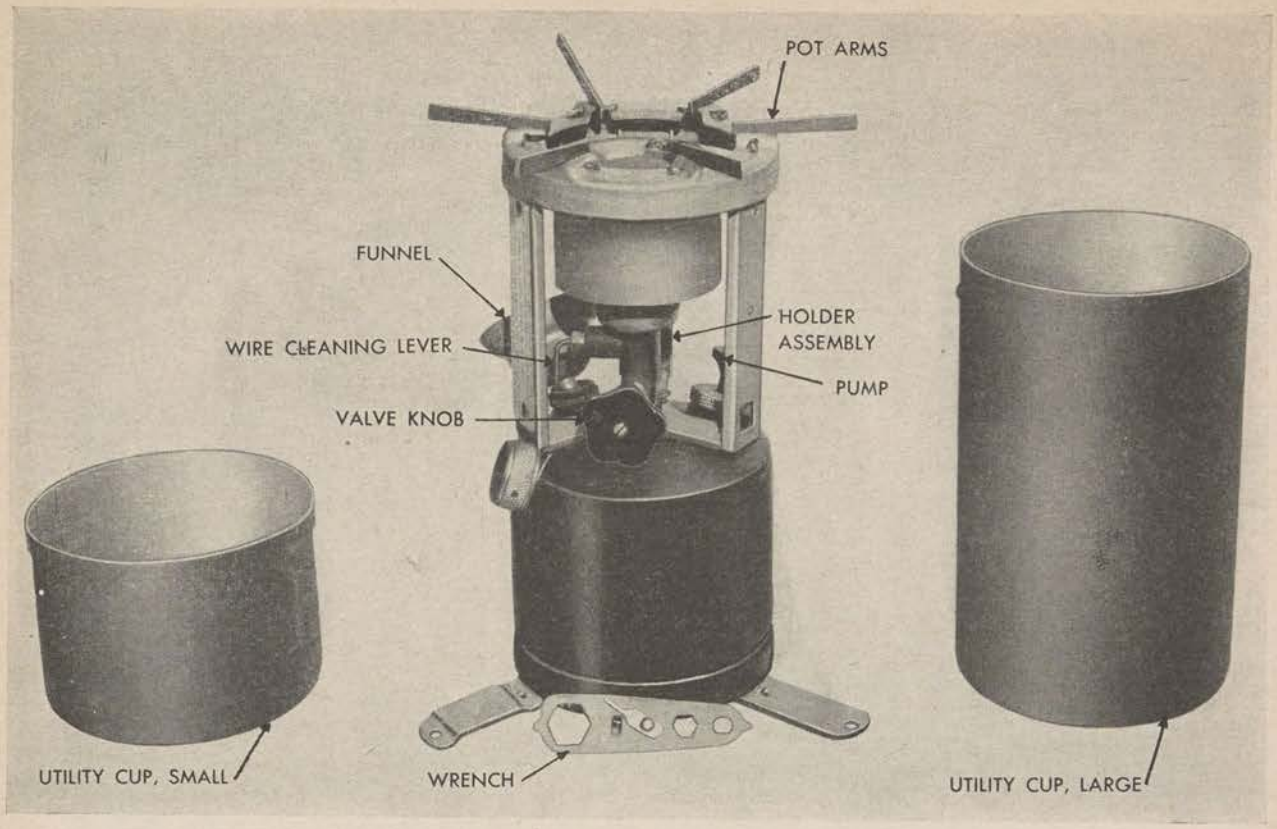
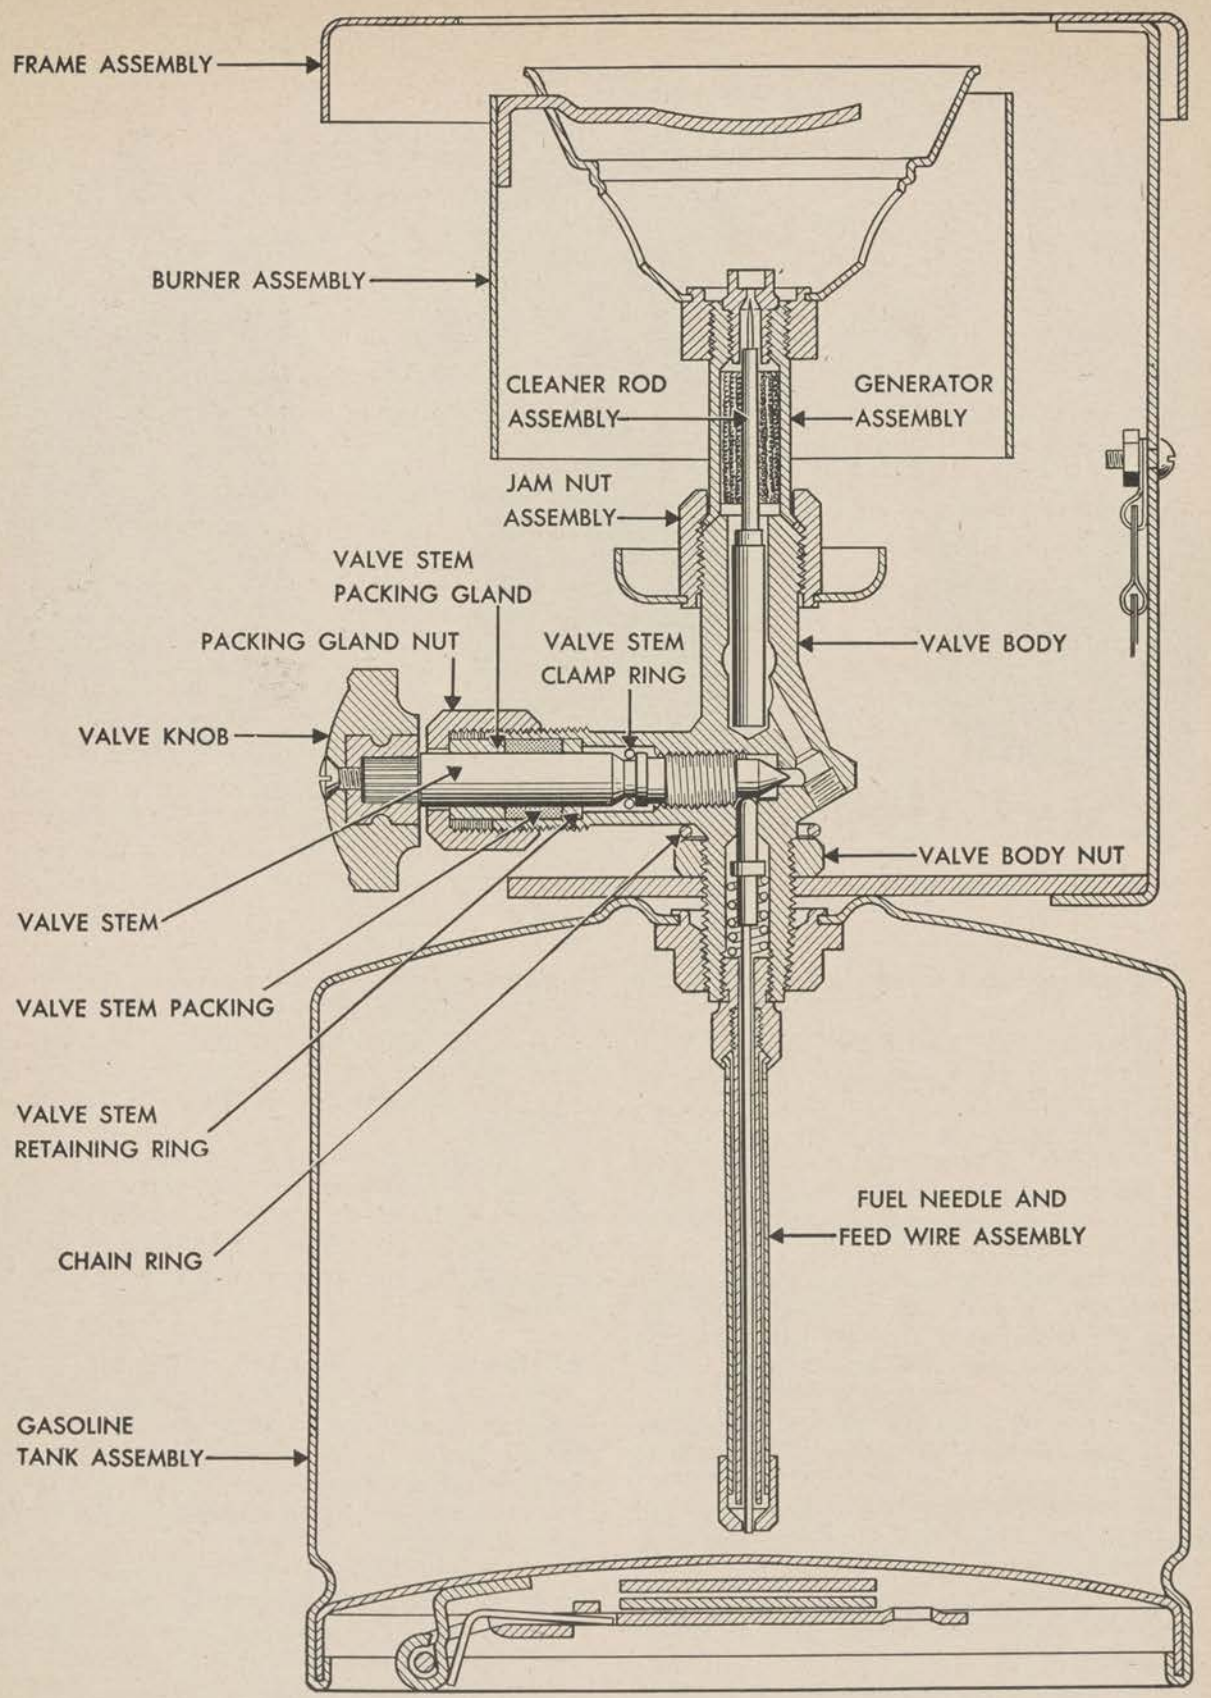

Figure 8. Stove, cooking, gasoline, M1941, one-burner (65-H-2880). (The utility cups form a container for the stove.)
Figure 9. Detail of stove, cooking, gasoline, M1941, one-burner.
a. Gasoline cooking stove M1941, one-burner (stock No. 65–H–2880) (fig. 8) (topic of this section), and gasoline cooking stove M1942, two-burner (discussed briefly in sec. III), are equipped with the same type of heating mechanism. (See fig. 9 and sec. III.) The instructions contained in this section will, in general, apply equally well to either model.
b. The following items are issued with the stove (see fig. 8):
7. How to Light and Operate (see figs. 9 and 10)
c. Turn the wire lever (see fig. 8) on the valve several times, to push the cleaning needle up through the orifice in the burner tip. This will clean the orifice. Leave the lever hanging in the "down" position.